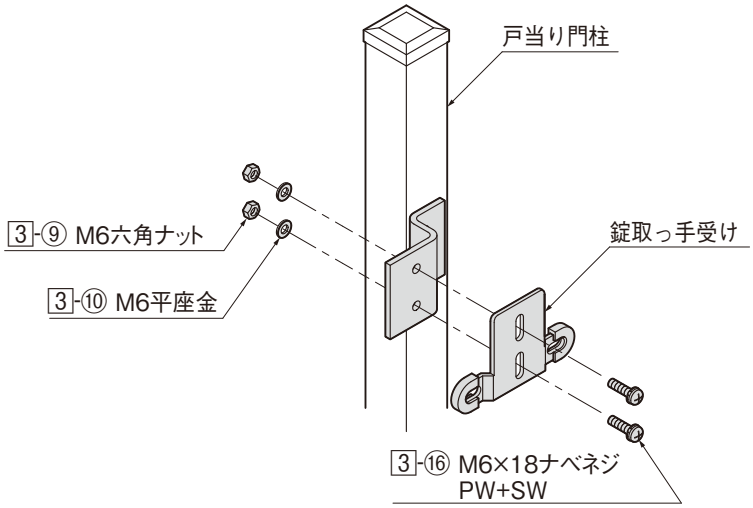
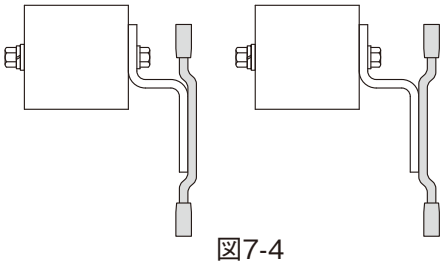

図7-3
図7-4
❸戸当り門柱に錠取っ手受けを取付けます。（図7-3参照）
- 施錠して南京錠が付けやすい位置に錠取っ手受けの向きと高さを調整してください。（図7-3、図7-4参照）